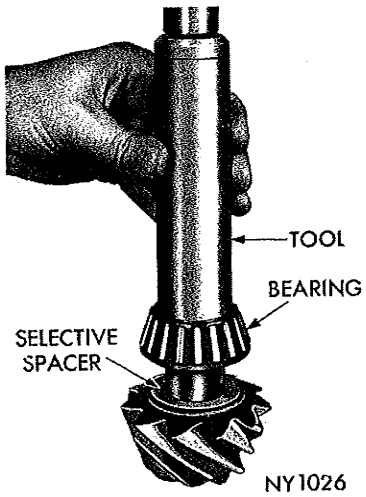

***Fig. 19—Installing Pinion Shim and Rear Bearing Cone***
(1) Place selected shim and rear pinion bearing cone on pinion stem. Using installing sleeve Tool C-3717, press bearing on pinion stem (Fig. 19).
(2) Hold drive pinion and bearing assembly in axle housing and install original preload shim (chamfered side toward shoulder), followed by front pinion bearing cone, pinion flange, belleville washer (convex side of washer up) and pinion nut.
(3) Position housing with nose up. Tighten pinion nut to 240 foot-pounds (minimum) with torque wrench C-485, using holding Tool C-3281 on pinion flange. Position holding Tool C-3281 in several positions to make a complete revolution while tightening. Remove holding tool and rotate pinion assembly several revolutions in both directions to align rollers. Recheck torque to 240 foot-pounds. Torque may have diminished as bearing rollers were aligned by rotating.
(4) Using inch pound torque wrench C-685, measure pinion bearing preload by rotating pinion with handle of wrench floating. Take readings while handle is moving through several revolutions. Accurate readings can be made only with nose of axle in upright position. Correct preload is 15-25 inch-pounds. Bearing preload should be uniform during full revolution. A reading which varies during rotation indicates a binding condition which should be corrected. **Use thinner shim to increase preload and thicker shim to decrease preload.** Always perform steps 3 and 4 in exactly the same manner each time to obtain accurate readings. Preload shims are available in one thousandths of an inch increments from .074 to .106 inch.
(5) When front pinion bearing preload is correct, remove pinion nut, washer and flange.
(6) Apply a thin film of sealing compound to inner bore of axle housing in areas of front pinion bearing oil seal.